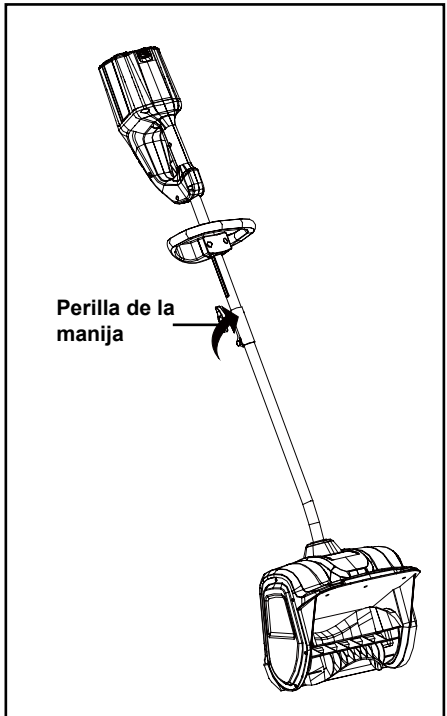

Fig. 3
• Gire la palanca de bloqueo hacia la derecha hasta que quede completamente apretada. (Fig. 3).